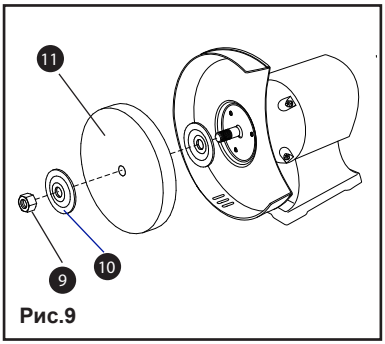

Рис.9
6. Снимите шестигранную гайку (9), наружный фланец колеса (10) и само колесо (11), как показано на рис. 9.
7. Осмотрите колесо (11) на предмет наличия трещин, сколов или любых других видимых повреждений (кроме естественного износа) и при обнаружении таких повреждений выбросьте его. Осмотрите промокательную бумагу/ картонный диск на предмет повреждений. Если промокашка отсутствует или сильно повреждена, замените ее кусочком тонкого картона или промокательной бумаги такой же формы. НИКОГДА НЕ ИСПОЛЬЗУЙТЕ ШЛИФОВАЛЬНЫЙ КРУГ БЕЗ ПРОМОКАШКИ.